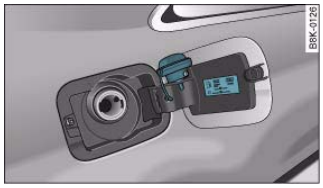

Fig. 219 Fuel tank flap with tank cap attached
– Hook the cap onto the open flap ⇒ fig. 219.